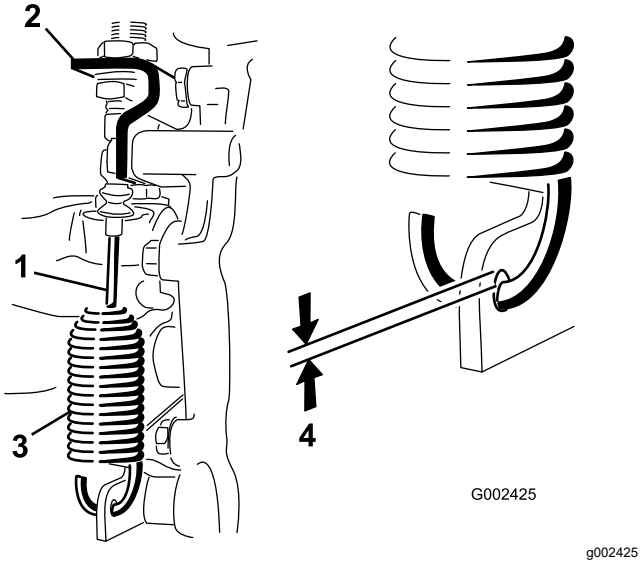

Figur 54
2. Løsne på låsemutterne som fester differensialsperrekabelen til braketten på transakselen (Figur 54).